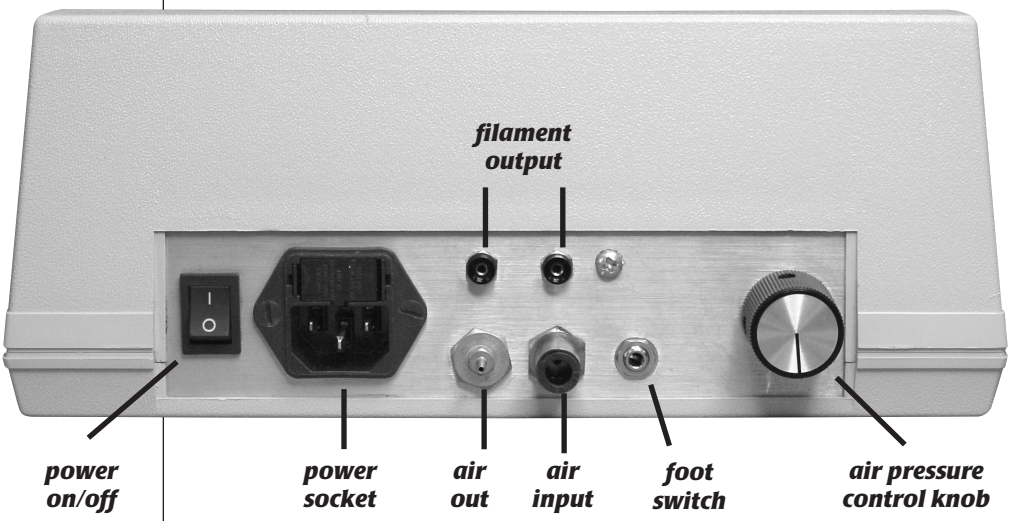

Figure 3b —
c. Connect the polyurethane tubing to the air output line on the back of the Control Unit (see **Fig. 3b**). The other end of the polyurethane tubing must be connected to the barb of the acrylic body (see **Fig. 4.1**). Be careful that the barbdoes not break when attaching or removing the tubing. ***The metal handle must not be connected to the acrylic body.*** Before inserting the pipette into the acrylic body, a gasket of the correct size must be placed in the metal cap. The kit includes gaskets for pipette diamets of 1mm (green), 1.2mm (black), 1.5mm (blue), and 1.65mm (red). Slide the pipette through the metal cap and gasket, then twist the metal cap to tighten it securely.